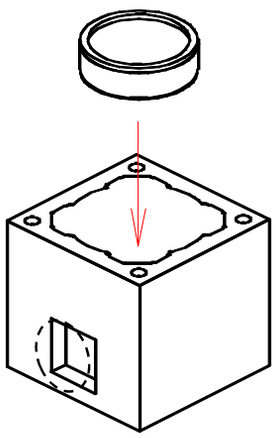

Рис.4
3. Установите внешний блок на фундамент используя клей ISOTOR. Выровняйте блок при помощи строительного уровня. Нанесите небольшое количество клея ISOTOR под емкость для сбора золы и установите емкость в центр блока. Рис.4